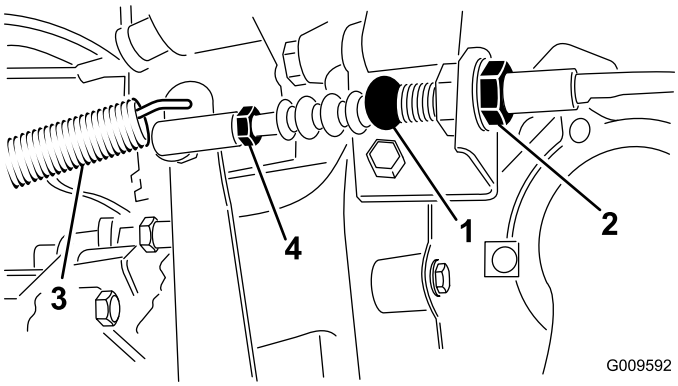

Figura 70
1. Afloje las contratuercas que fijan el cable del embrague al soporte de la carcasa (Figura 70).